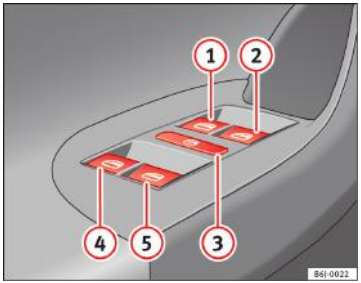

Fig. 51 Detaliu cu uşa şoferului: comenzile pentru geamurile din față și din spate
Butoanele ⇒ fig. 51 (1), (2), (4) şi (5) au câte două niveluri pentru deschiderea şi închiderea geamului. Acest fapt facilitează deschiderea şi închiderea geamurilor în poziția dorită.